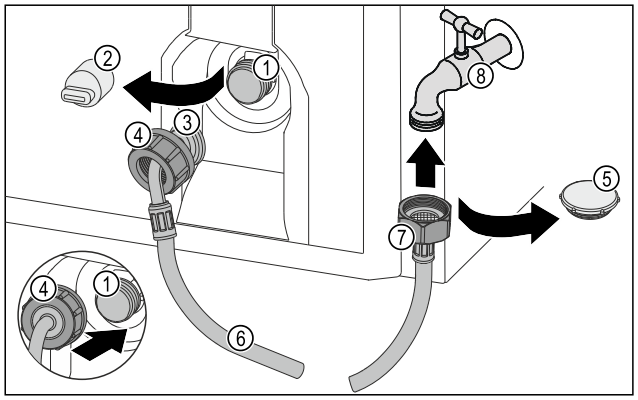

Fig. 33
▶ Îndepărtați capacul *Fig. 33 (5)*.
▶ Atașați capătul furtunului drept *Fig. 33 (7)* pe robinetul de apă *Fig. 33 (8)*.
▶ Strângeți ferm piulița pe capătul furtunului drept *Fig. 33 (7)* în sens orar.